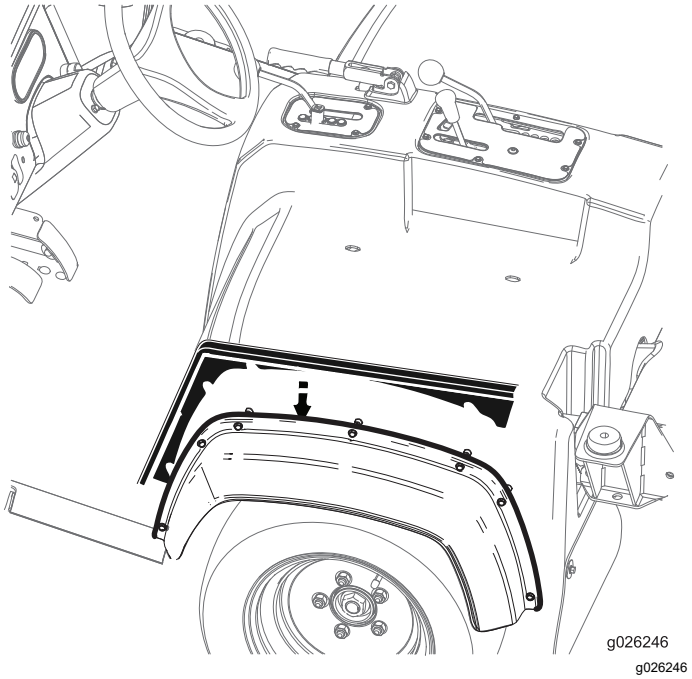

Figur 29
2. Dra sidoplåtspanelerna mellan säteshöljet och sidostänkskärmarna (Figur 29).